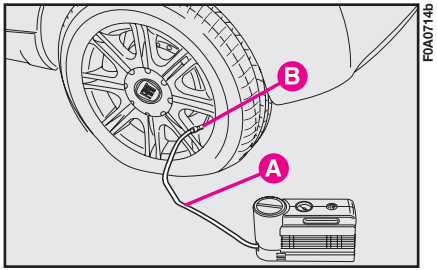

fig. 16c
– **Serrer le frein à main**. Dévisser le capuchon de la valve du pneu, enlever le tuyau flexible de remplissage **A-fig. 16c** et visser la bague **B-fig. 16c** sur la valve du pneu;